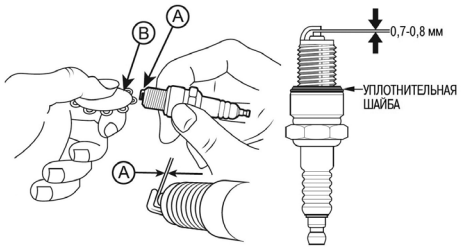

**Рис. 26. Проверка межэлектродного зазора**
4. Измерьте зазор А между электродами свечи зажигания специальным щупом В. Зазор должен быть 0,7-0,8 мм (Рис. 26). При увеличении или уменьшении требуемого зазора, рекомендуется заменить свечу, так как регулировка зазора может привести к изменению качества искрообразования.